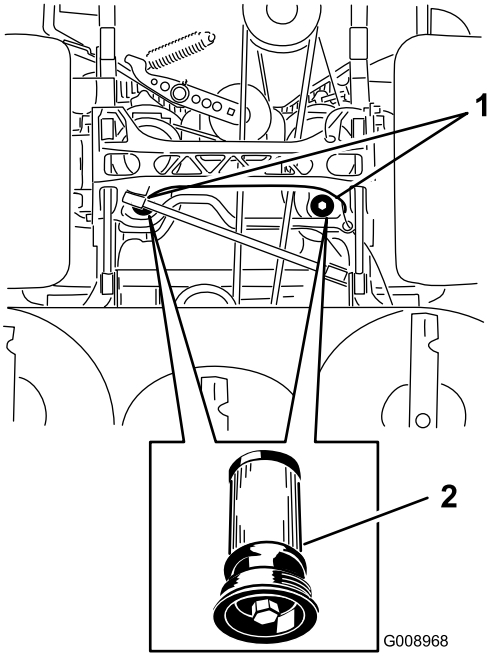

**Figure 83**
5. Place a drain pan under the filter, remove the old filter, and wipe the surface clean (Figure 83).
6. Apply a thin coat of hydraulic oil to the rubber gasket on the replacement filter (Figure 83).